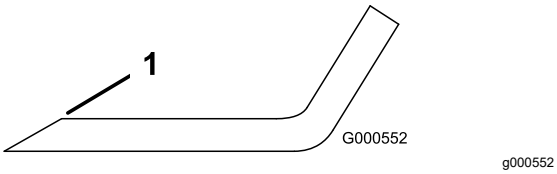

Figuur 77
1. Gebruik een vijl om de snijranden aan beide uiteinden van het mes te slijpen (Figuur 77).
Opmerking: Als het mes niet in balans is, moet u wat metaal afvijlen van het uiteinde van de vleugel (Figuur 77).